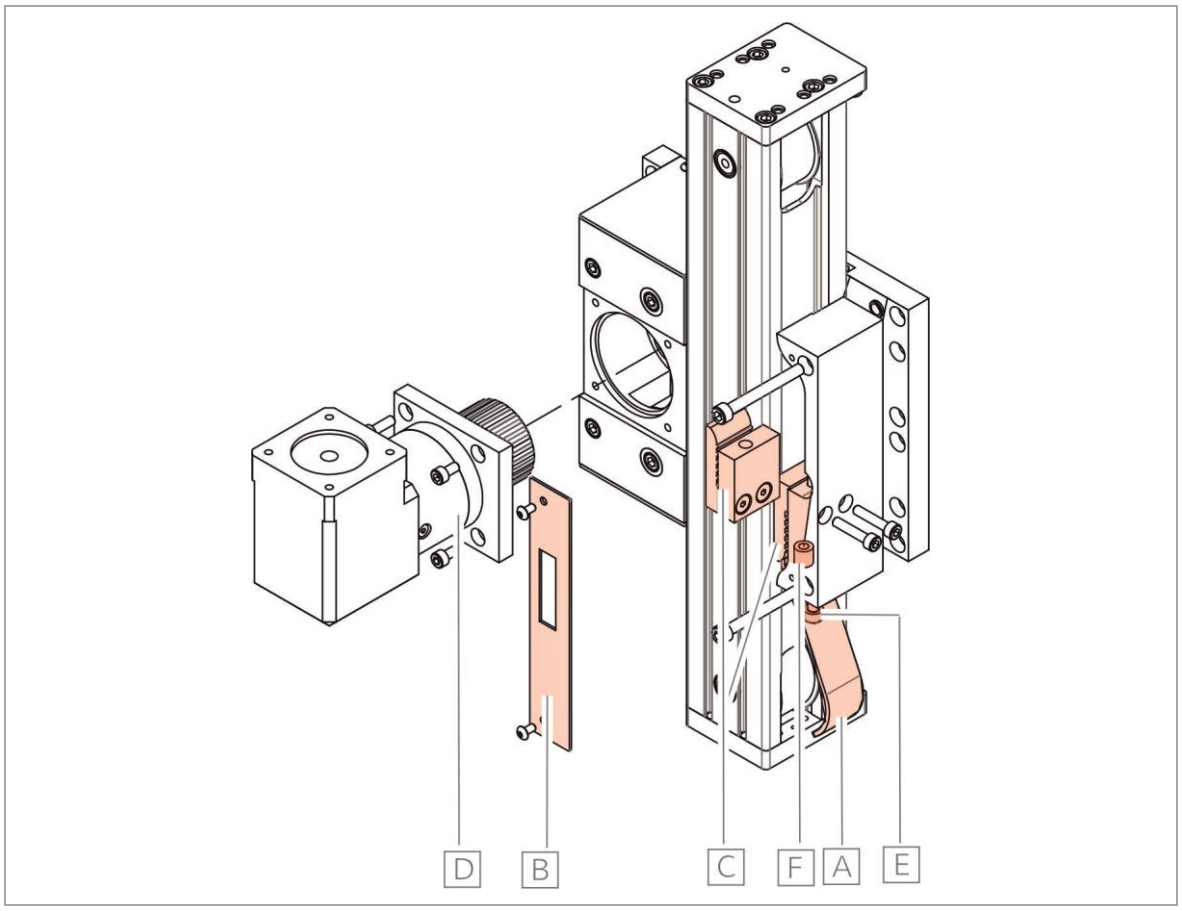

Figure 32 Toothed belt change at the module 60/33
(1) Relieve the toothed belt (see [A] in Figure 32, 43) by loosening the clamping screw [E].
(2) Disassemble cover [B].
(3) Release the belt fastener [C].
(4) Disassemble gear with motor [D].
(5) Pull out defective toothed belt [A].
(6) Check further moving parts for wear and function, replace if necessary.